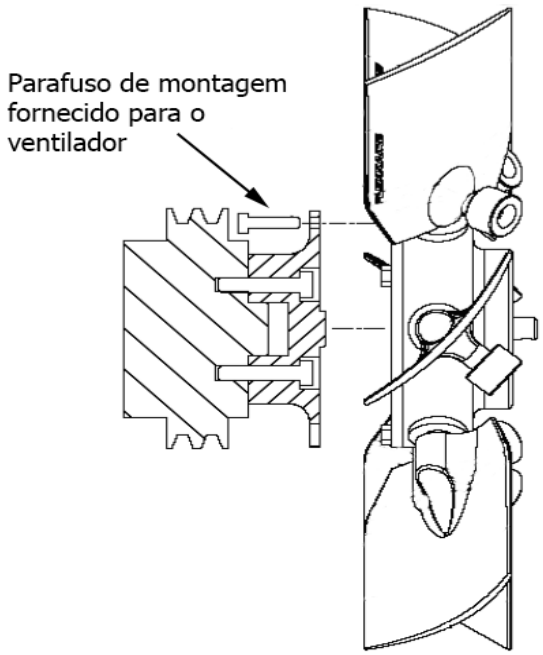

Figura 5
4. Remova o plugue de remessa da parte traseira do ventilador. Coloque o ventilador Flexxaire no adaptador de montagem (consulte a Figura 5) e aperte os parafusos da seguinte maneira: